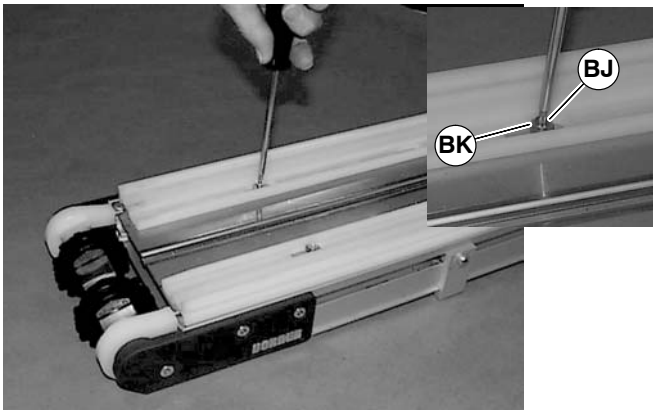

Figure 48
4. Install new wear strip (Figure 48), with bushings (BK) and screws (BJ). Tighten screws to 25 in-lb (2.8 N-m).